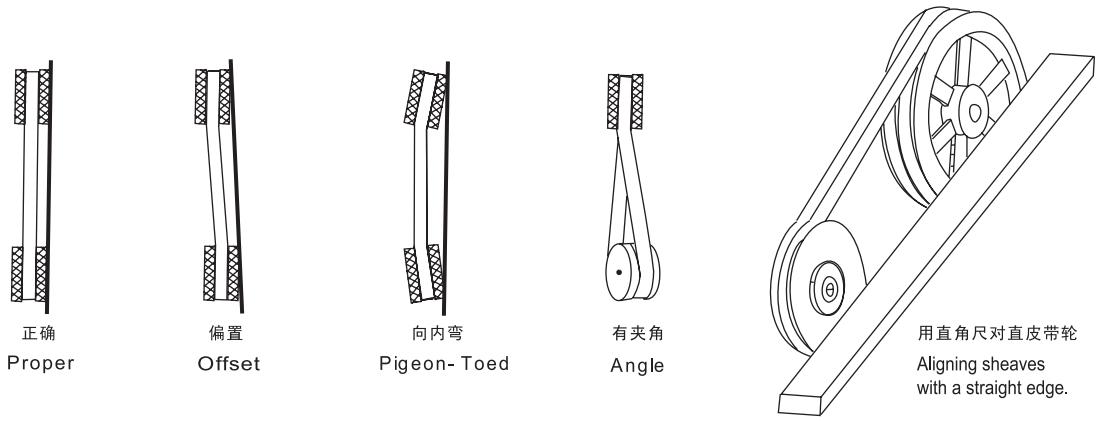

图3 (Fig3)
5、用一根直尺把风机和电机上的带轮对齐并紧固，如图3。
5. Align fan and motor sheaves with a straight-edge or string, and tighten. as shown in Fig3.